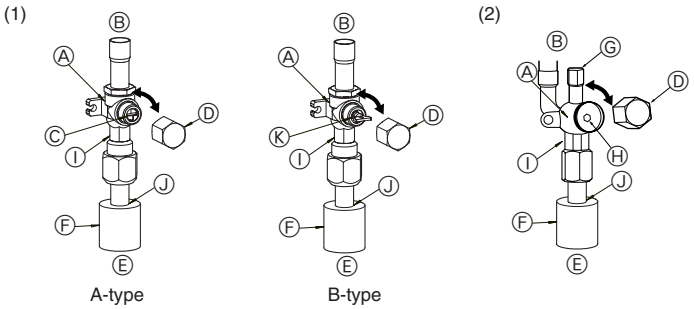

Fig. 4-5
(1) Gasside på P100-P140 (Fig. 4-5)